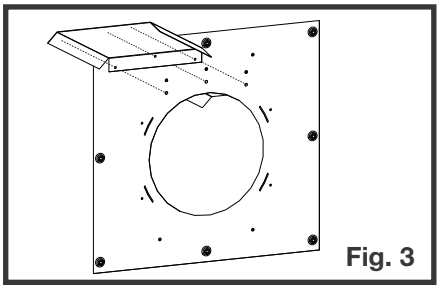

Fig. 3
3. Installez l'autre bouclier de ventilation sur le côté opposé (Figure 3).